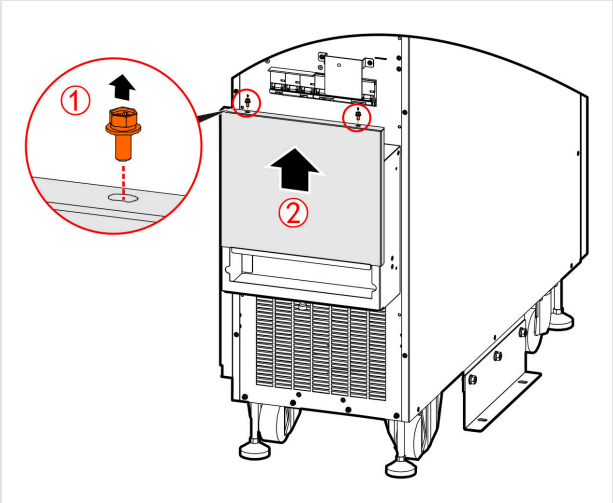

FIGURE 4-24 Removing the wiring cover
4. Remove the wiring cover: unscrew its bolts first, then slide the cover upward (Figure 4-24).